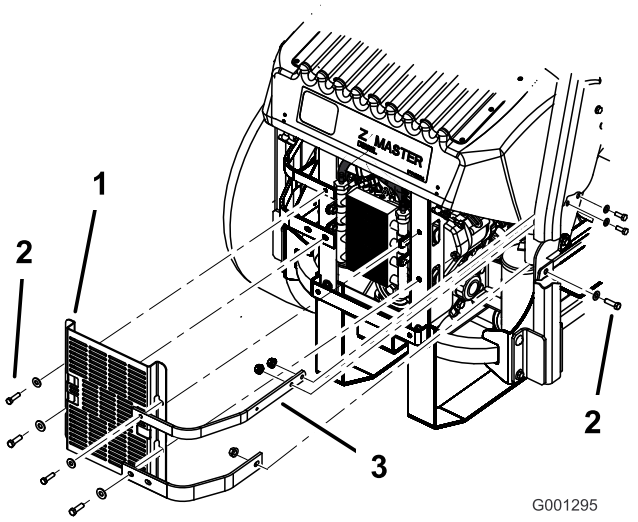

Figur 64
3. Fjern de fire bolte, der fastholder oliekølerens afskærmning til bagstellet (Figur 64).
4. Fjern de tre bolte, der fastholder motorbøjlerne til siden af maskinen (Figur 64).
12. Monter oliekølerafskærmningen og motorbøjlerne på bagstellet med de 4 bolte, som du tidligere afmonterede (Figur 64).
13. Monter motorbøjlerne på siden af maskinen (Figur 64).